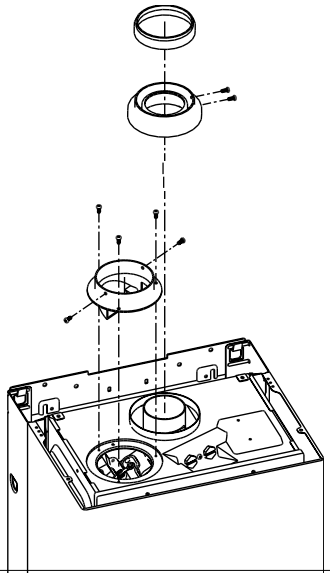

Fig. 10
4.5.3.1 INSTALLATION OF TWIN ADAPTOR KIT (fig. 10)